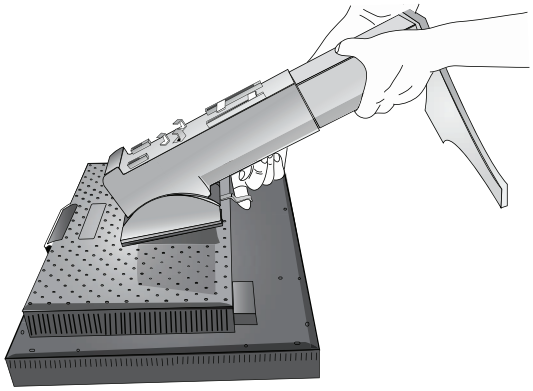

Figura S.3
5. Levante la parte inferior del soporte para desconectarla del monitor (**figura S.3**). El monitor ya se puede montar mediante un método alternativo. Repita el proceso en sentido inverso para volver a montar el soporte.